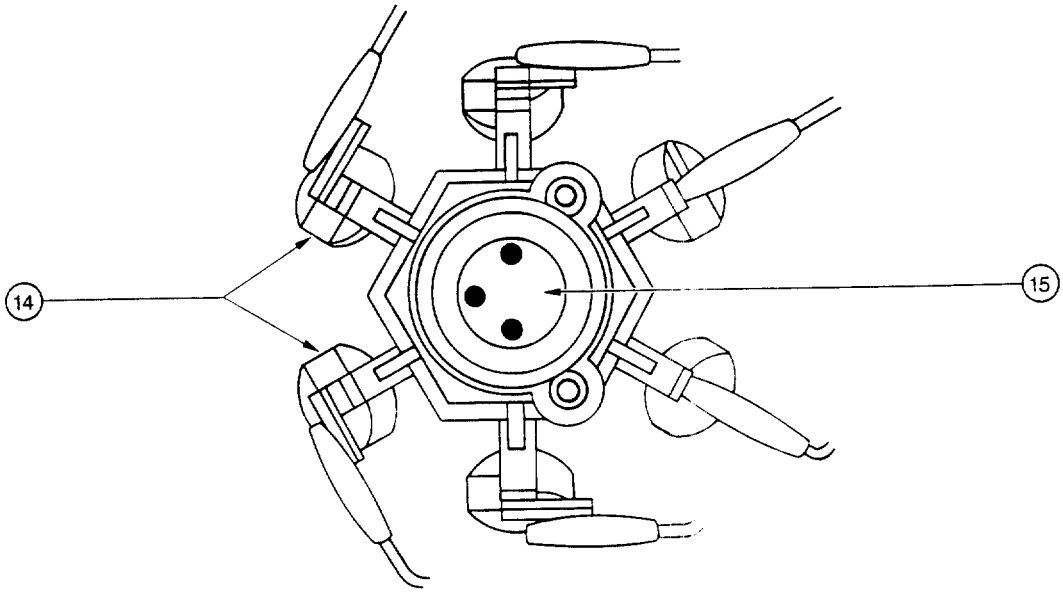

Figure 1-8
The optical system (Figure 1-8) consists of six LEDs (Light Emitting Diodes) and a photodiode. There are three pairs of LEDs (14), two each at 557 nm (green), 610 nm (amber), and 660 nm (red). The LEDs are situated in a circle around the photodiode (15), with each member of the matched pairs located directly across from one another.